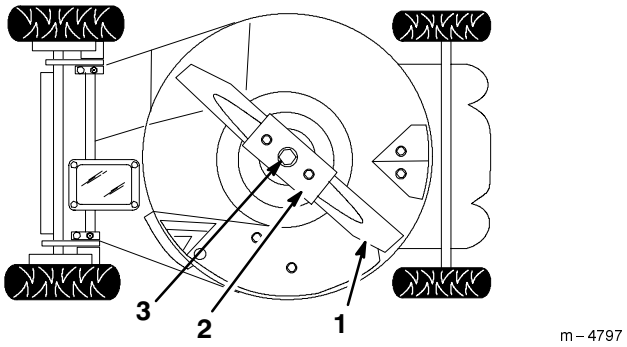

Figure 24
2. Tip the lawn mower onto its **left** side (Fig. 24).
2. Remove the blade bolt, the lock washer, the blade, and the blade stiffener (Fig. 24).